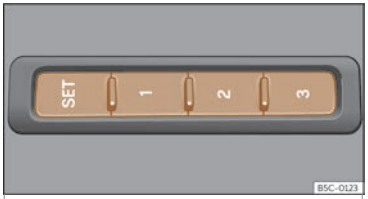

Fig. 106 No lateral exterior do asento do condutor:teclas de memoria.
- Prema a tecla **SET** por máis de 1 segundo ››› **fig. 106**.